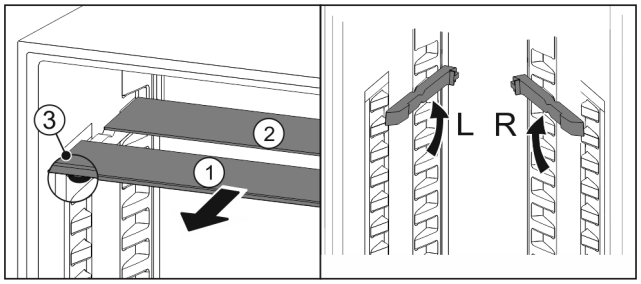

Fig. 140
▶ Pull the glass panels out *Fig. 140 (1)* from the front, one at a time.
▷ The glass panel *Fig. 140 (1)* and trim strip are at the front.
▷ The stops *Fig. 140 (3)* point down.